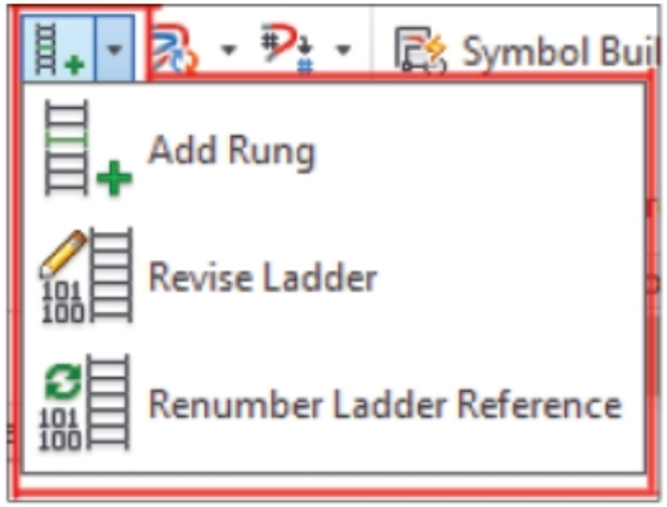

Figure-71. Ladder Editing drop-down
- Click on the **Add Rung** tool from the **Ladder Editing** drop-down; refer to Figure-71. You are asked to click at desired location to add rung.